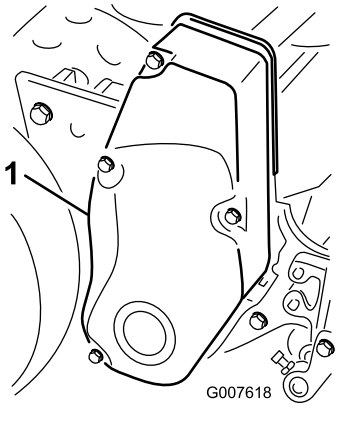

Figur 41
1. Ta bort fästskruvarna på remkåpan och sedan remkåpan så att remmen blir synlig (Figur 41).